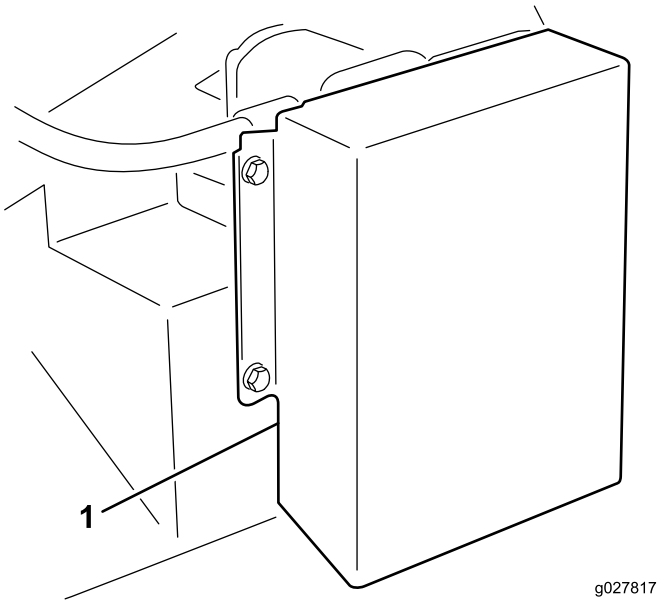

Figura 9
1. Rimuovete i dispositivi di fissaggio che ancorano il carter del motore al telaio della piattaforma (Figura 9). Rimuovete il carter.